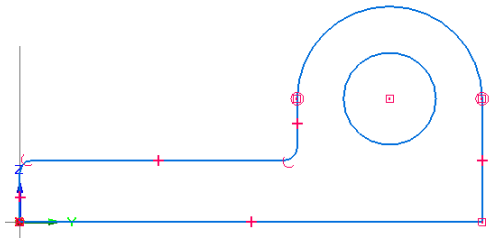

Figure 2-47 *Final profile for Tutorial 1*
4. Move the cursor over the center point of the arc and click to define this point as the center point of the circle when the concentric relationship handle is displayed. This completes the profile. The final profile for Tutorial 1 is shown in Figure 2-47.